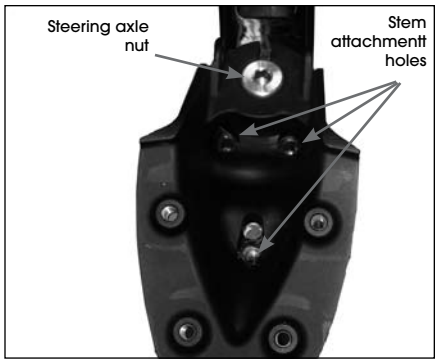

Figure 2. Location on stem of stem attachment bolts
4. Loosen and remove the three stem attachment bolts (Figure 2), and remove the stem.
5. While you support the fork, loosen and remove the steering axle nut (Figure 2).